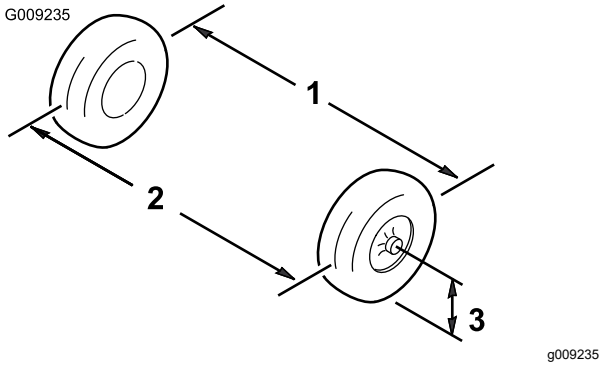

Rysunek 43
2. Zmierz odległość między obydwoma oponami kół przednich na wysokości osi z przedniej oraz tylnej strony kół przednich (Rysunek 43).